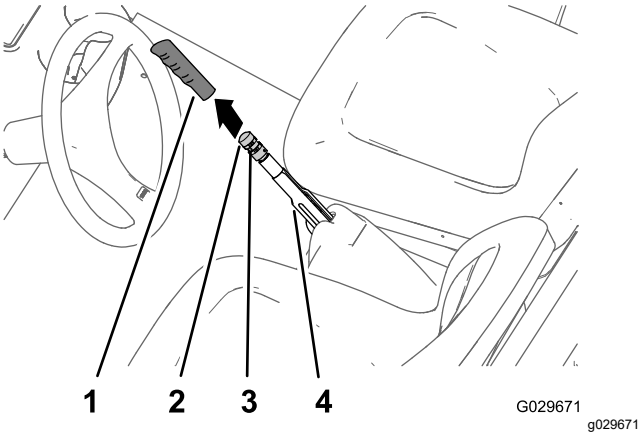

Figuur 62
1. Verwijder de handgreep van de parkeerremhendel (Figuur 62).
2. Draai de stelschroef los waarmee de knop voor de remafstelling is bevestigd aan de parkeerremhendel (Figuur 62).
3. Verdraai de knop van de remafstelling tot u een kracht van 133 tot 156 N bereikt om de parkeerremhendel in te schakelen (Figuur 62).
4. Draai de stelschroef vast en plaats de handgreep (Figuur 62).
2. Draai de stelschroef los (Figuur 62) waarmee de knop voor de remafstelling is bevestigd aan de parkeerremhendel. Stel de parkeerrem vrij en draai de knop voor de remafstelling los.
5. Draai aan de knop voor remafstelling (Figuur 62) totdat een kracht van 133 tot 156 N nodig is om de parkeerremhendel in werking te stellen.
C. Draai aan de knop voor remafstelling (Figuur 62) totdat een kracht van 133 tot 156 N nodig is om de parkeerremhendel in werking te stellen.
- Draai de stelschroef vast en plaats de handgreep (Figuur 62).